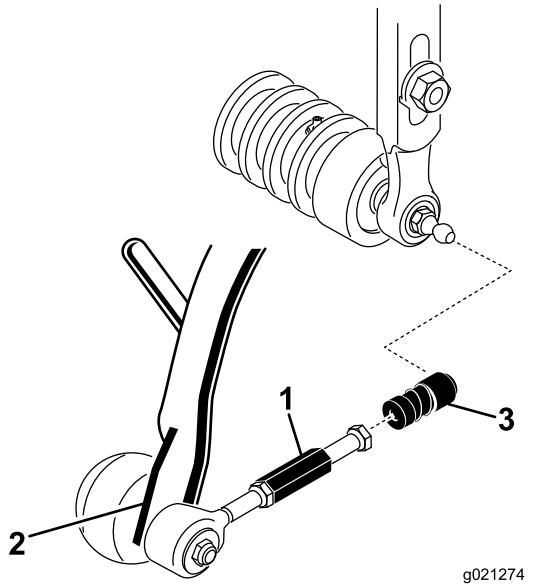

Figuur 10
3. Schuif de mof van de kogelverbindinghouder terug en haak de houder op de halvekogeltap van het maaidek (Figuur 10).